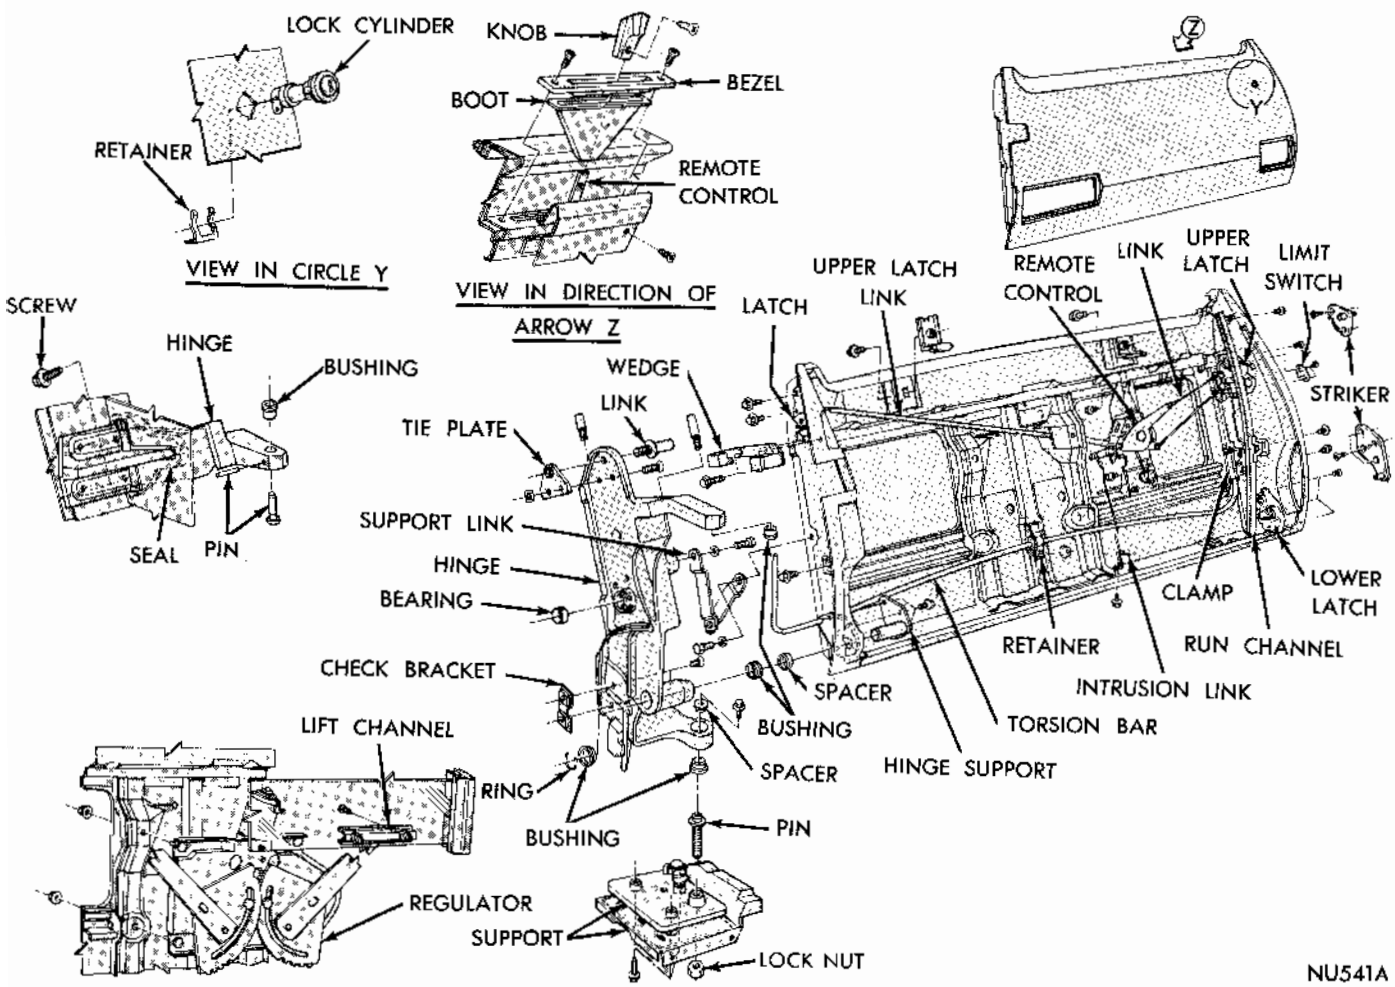

Fig. 23 - Tail Gate Assembly
ALIGNMENT (Fig. 23)
(1) Remove check arm and torsion bar guide from pillar guide plates.
(2) Support tail gate on jacks or stands.
(3) Loosen hinge pivot pin locking screws (Fig. 23).
(4) Use a pencil and outline hinge plate position on pillar post for future assembly.
(5) Remove hinge plate attaching bolts from pillar post.
(6) Slide hinge plate and torsion bar in through guide toward center of tail gate.
(7) Lower tail gate down and out of body opening.
To replace the lock assembly (Fig. 23), remove trim panel glass and glass runs. The lock assembly is retained on tail gate by screws accessible at end of tail gate.
The tail gate lock cylinder assembly is retained on the outer panel with a horseshoe type retainer (Fig. 23).